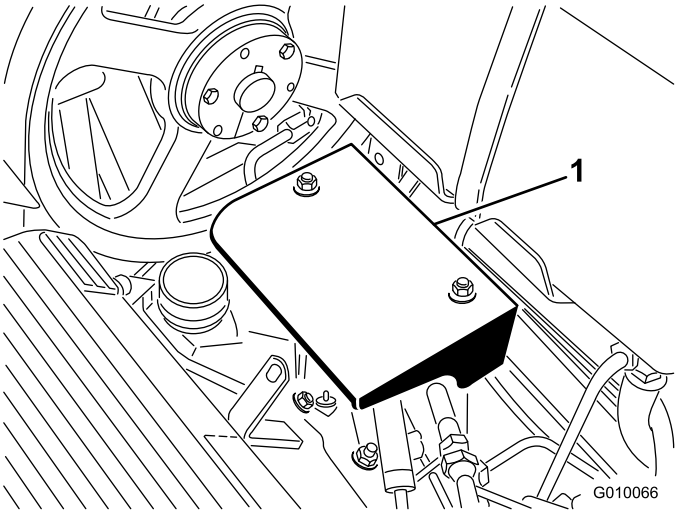

Figure 56
2. Enlevez les 2 écrous de fixation du déflecteur de la pompe et déposez le déflecteur (Figure 56).